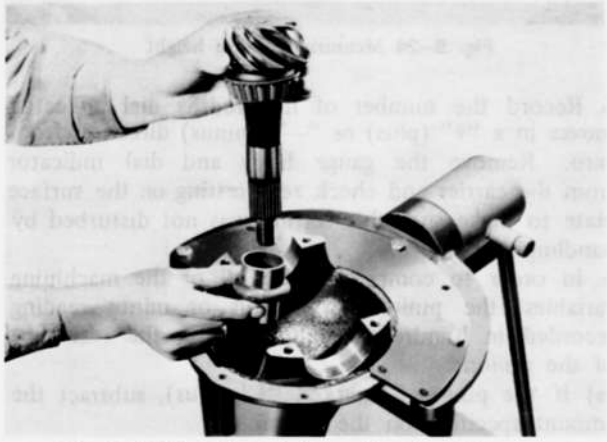

Fig. 9–26 Installing pinion and collapsible spacer
1. Position the pinion assembly in the carrier and install the collapsible spacer as shown in Fig. 9–26.